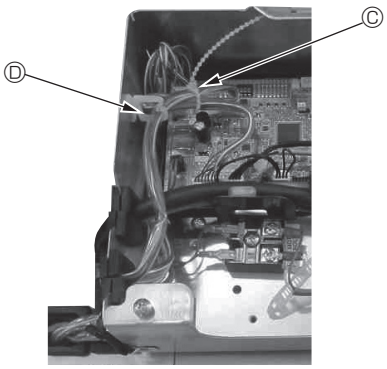
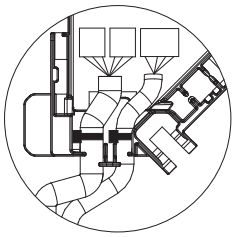

Fig. 10-14
Fig. 10-15
- **Placez les excès de fils de jonction du capteur i-See et du récepteur de signal dans le boîtier des composants électriques dans le crochet pour fils, comme indiqué sur le schéma, et groupez les fils à l'aide de la fixation. (Fig. 10-14) Veillez à ce que le ruban qui maintient les fils de jonction du capteur i-See et du récepteur de signal soit bien positionné à l'intérieur de la boîte de raccordement. (Fig. 10-15)**